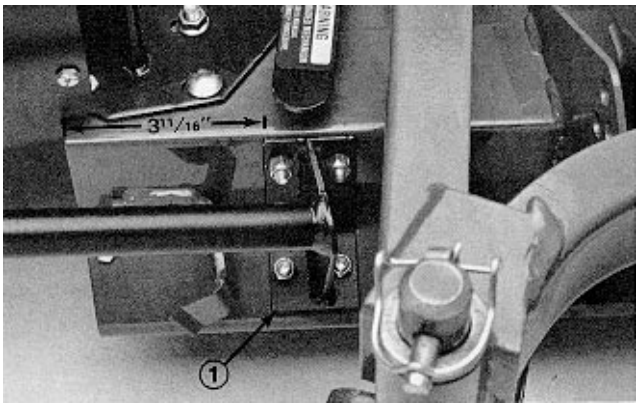

Figure 22
4. Using front of bumper as a template along with dimension shown, locate, mark and drill (4) 11/32" dia. holes in front of deck (Fig. 22).
5. Secure front mounting of bumper to deck with (4) 5/16−18 x 5/8" lg. capscrews and locknuts (Fig. 22).